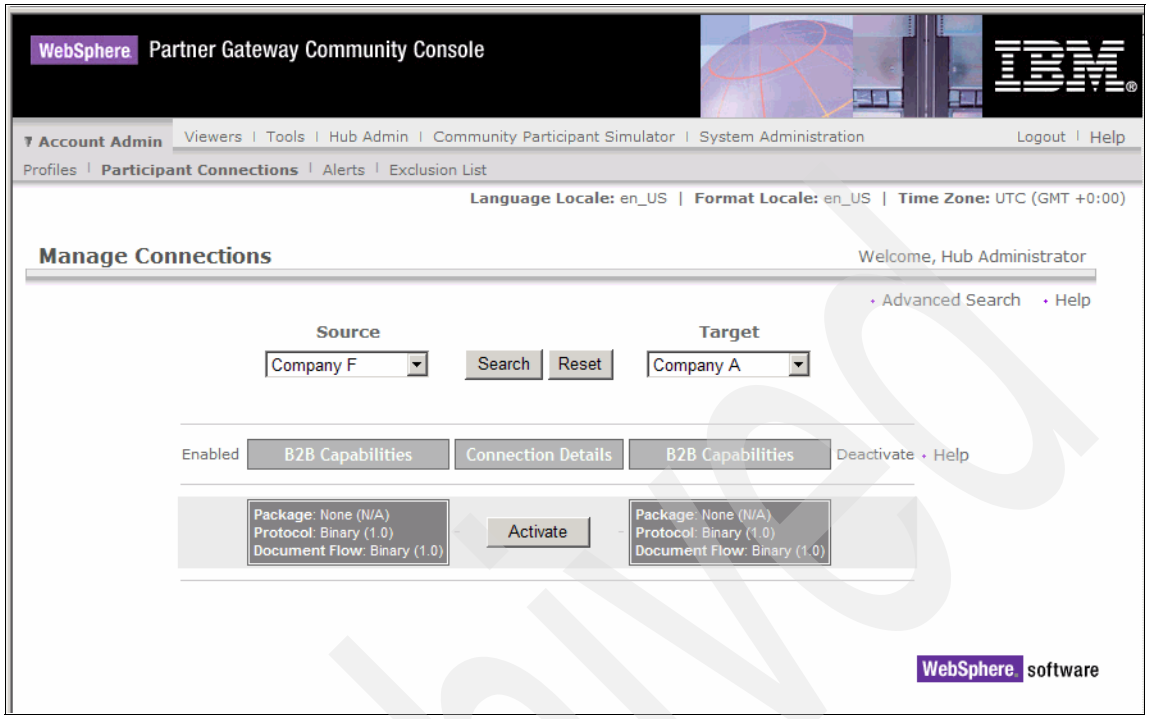

Figure 12-21 List of possible participant connections
3. We see the available connection in Figure 12-21 on page 367.